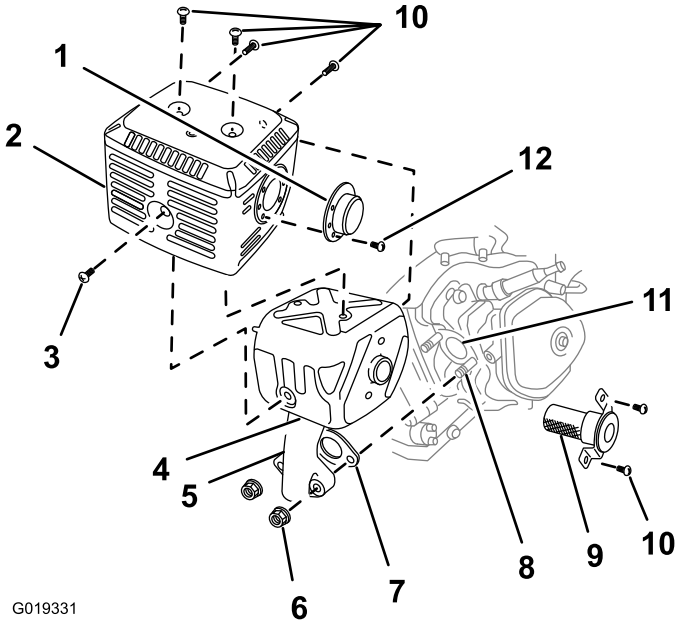

Figure 57
2. Remove the 2 nuts (8 mm) and remove the muffler from the cylinder (Figure 57).
3. Remove the 3 screws (4 mm) from the exhaust deflector and remove the deflector (Figure 57).
4. Remove the screws (5 mm and 6 mm) from the muffler protector, and remove the muffler protector (Figure 57).
5. Remove the screw (4 mm) from the spark arrester and remove the spark arrester from the muffler (Figure 57).